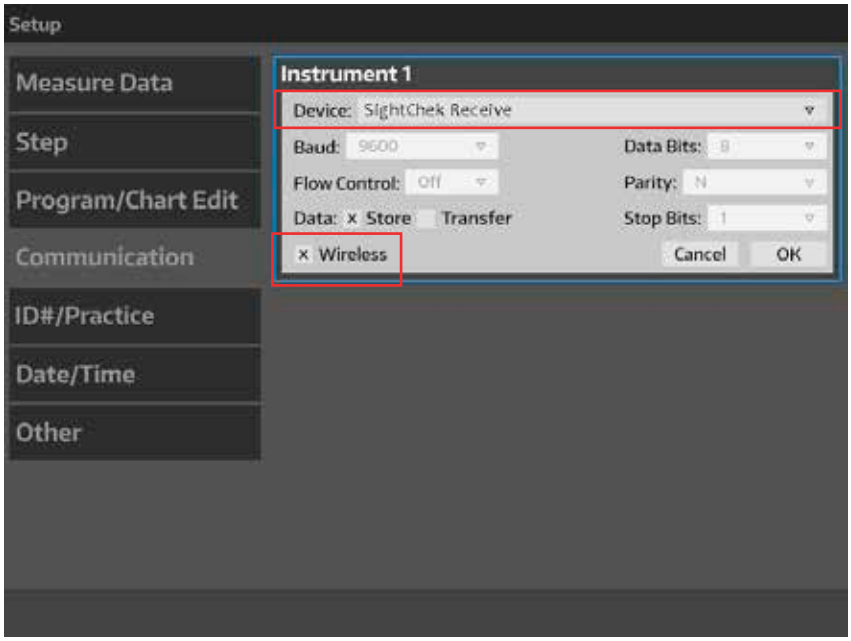

Figure IS-15 Écran Paramètre Instrument1
5. Sélectionner le dispositif dans le menu déroulant et cocher la case Sans fil. Se reporter à la Figure IS-15.